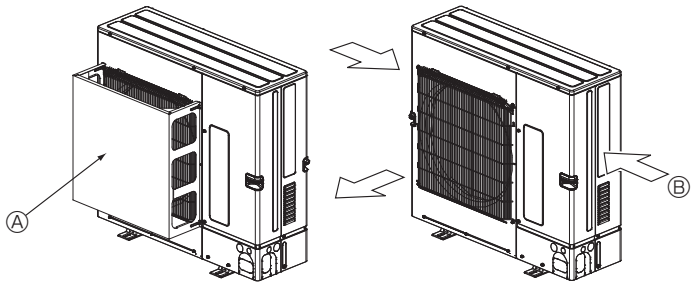

Fig. 2-15 Fig. 2-16
① Установите дополнительную защитную направляющую потока воздуха, если прибор устанавливается в местности, где наблюдаются ураганы с сильным ветром, который может дуть непосредственно в воздуховыпускное отверстие. (Fig. 2-15)